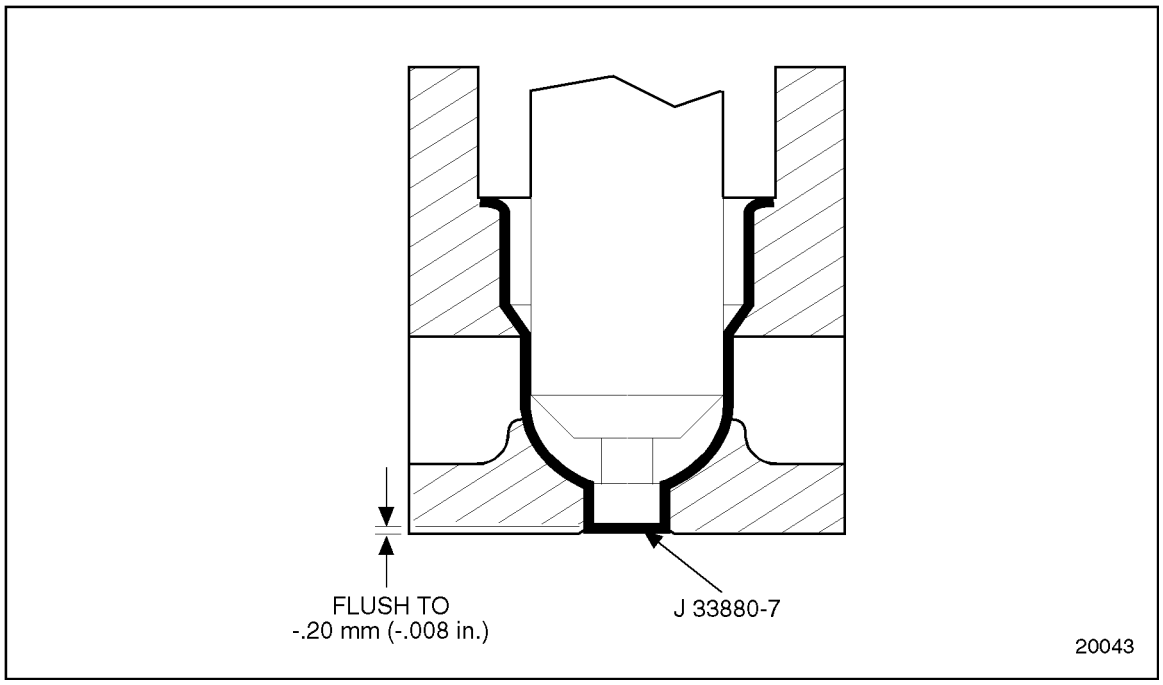

Figure 2-27 Checking Injector Tip Protrusion
2. Insert J 33880-7 part of J 33880, into pilot. See Figure 2-27.